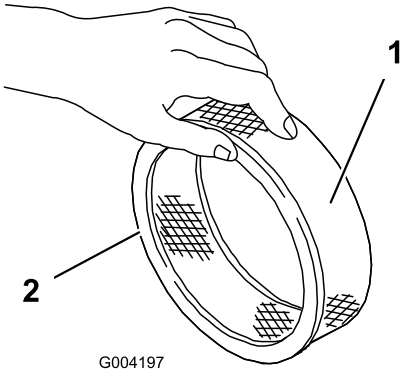

**Figuur 19**
5. Controleer het filterelement op scheuren, een vettig oppervlak of beschadiging van de rubberen afdichting (Figuur 19).
1. Schuif voorzichtig het schuimfilter van het papierfilter (Figuur 19).